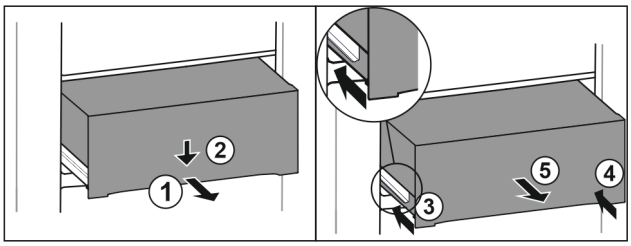

Fig. 158
▶ Вытяните выдвижной ящик наполовину. *Fig. 158 (1)*
▶ Вдавите выдвижной ящик в передней части вниз. *Fig. 158 (2)*
▶ Задвиньте левую направляющую прим. на 2 см. *Fig. 158 (3)*
▶ Задвиньте правую направляющую прим. на 2 см. *Fig. 158 (4)*
▶ Извлеките выдвижной ящик движением вперед. *Fig. 158 (5)*